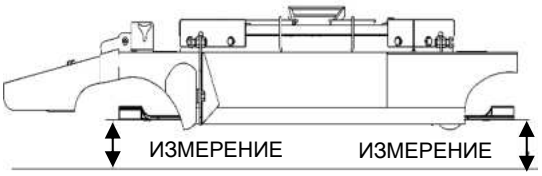

Рис. 17
7.2.5 Установите левый нож в поперечное положение и измерьте расстояние от внешнего кончика ножа до ровной поверхности (см. рис. 17).